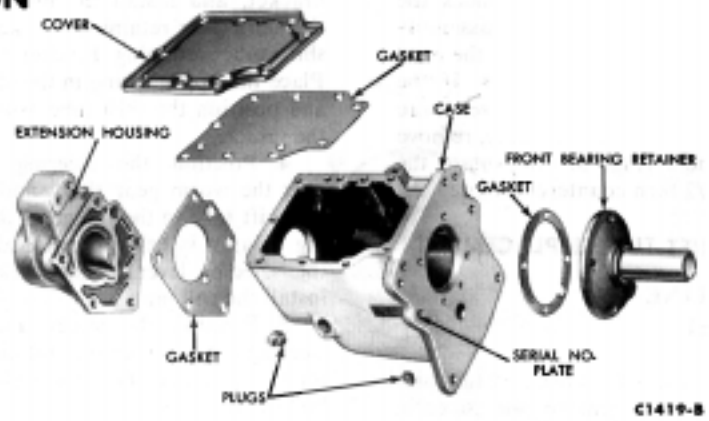

FIG. 8—Transmission Case and Related Parts
2. Remove the nine cap screws that attach the cover to the case. Remove the cover and the gasket (Fig. 8) from the case.
6. Hold the countershaft gear with hook and with the tool shown in Fig. 8 push the countershaft out the rear of the case.